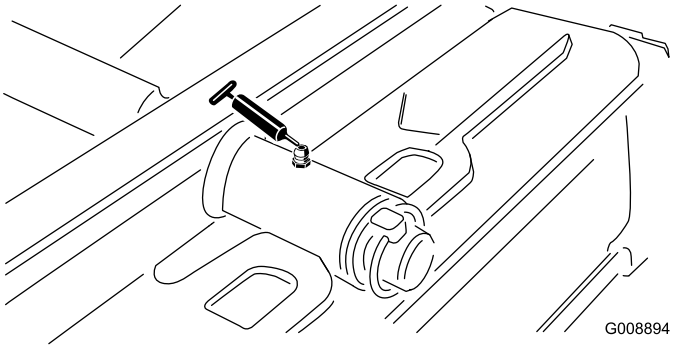

Figur 36
- Bakre klippeenhetsaksel (Figur 36)